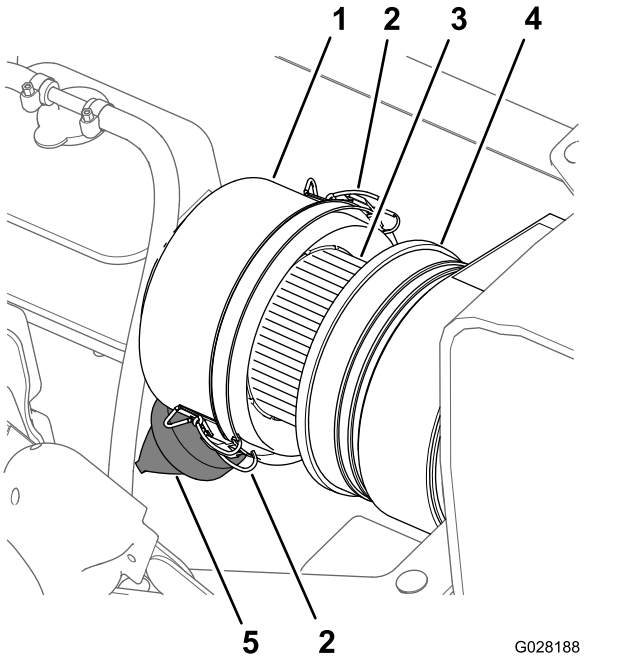

図 76
3. エアクリーナのボディーとダストキャップをきれいに拭く図 76。
4. エアクリーナ本体にリーク原因となる傷がないか点検する図 76。
5. ダストバルブをもんで、内部のごみを除去する図 76。
7. エアフィルタのエレメントが汚れすぎていないか点検する図 76。
8. エアクリーナのボディーにダストキャップを取り付け、ラッチ2個で固定する図 76。
2. エアクリーナのボディーとダストキャップをきれいに拭く図 76。
6. ぬれたウェスを使って、ダストキャップ、エアクリーナのボディ、ダストバルブの内部をきれいに清掃する図 76 と 図 77。